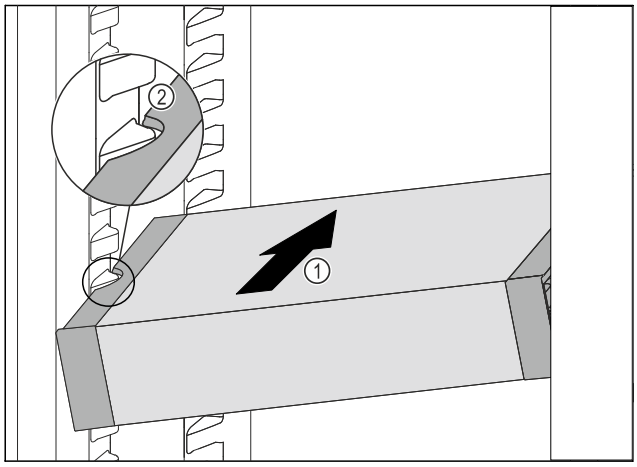

Fig. 163
▶ VarioSafe schräg in das Kühlteil einschieben *Fig. 163 (1)*, bis sich die seitlichen Aussparungen *Fig. 163 (2)* des VarioSafes auf Höhe der Behälterrippe im Kühlteil befinden.